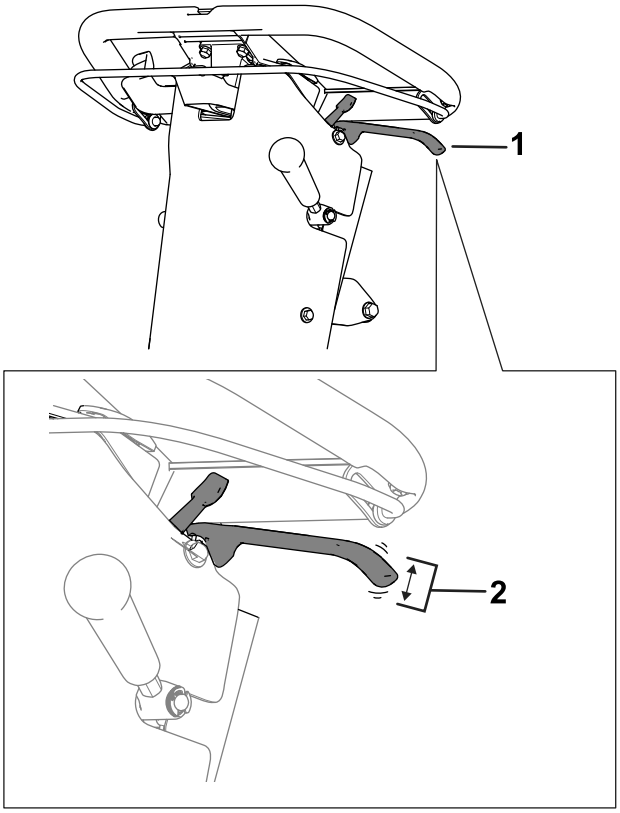

Figur 36
2. Mål frigangen for enden af parkeringsbremsens håndtag (Figur 36).